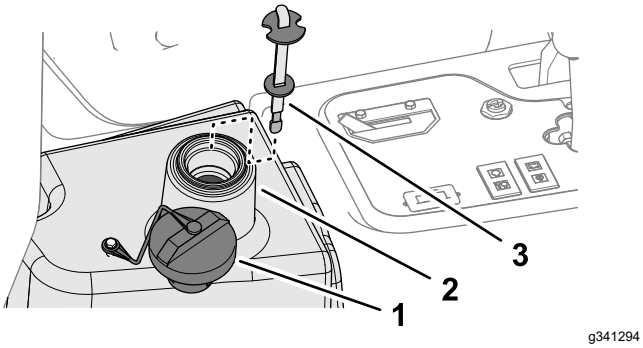

Figur 87
4. Fyll tanken (Figur 87) med cirka 22,7 liter hydraulvätska. Se Specifikation för hydraulvätskan (sida 58).